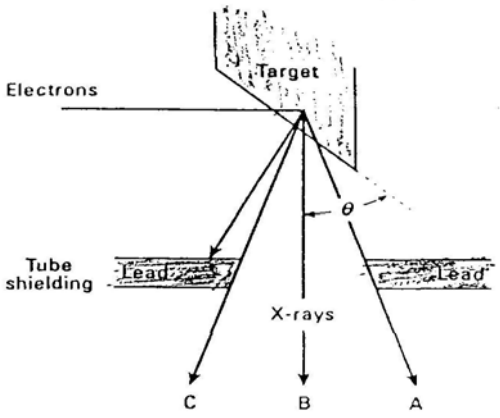

Fig. 2.15 Heel effect.
- **The useful X-ray beam** is taken in ***a direction perpendicular to the electron stream*** "at right angles to the tube axis from the center of the focal spot ". (**B** in Fig. 2.15).